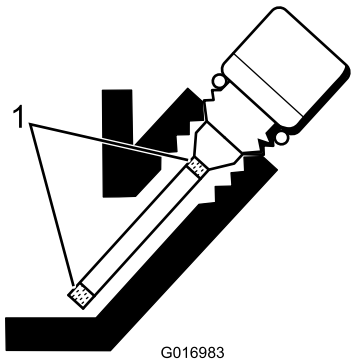

Rysunek 24
5. Jeżeli poziom jest niski, dodaj tylko tyle oleju, ile potrzeba do podniesienia poziomu tak, aby znalazł się on pomiędzy oznaczeniami kreskowymi na wskaźniku (Rysunek 24).